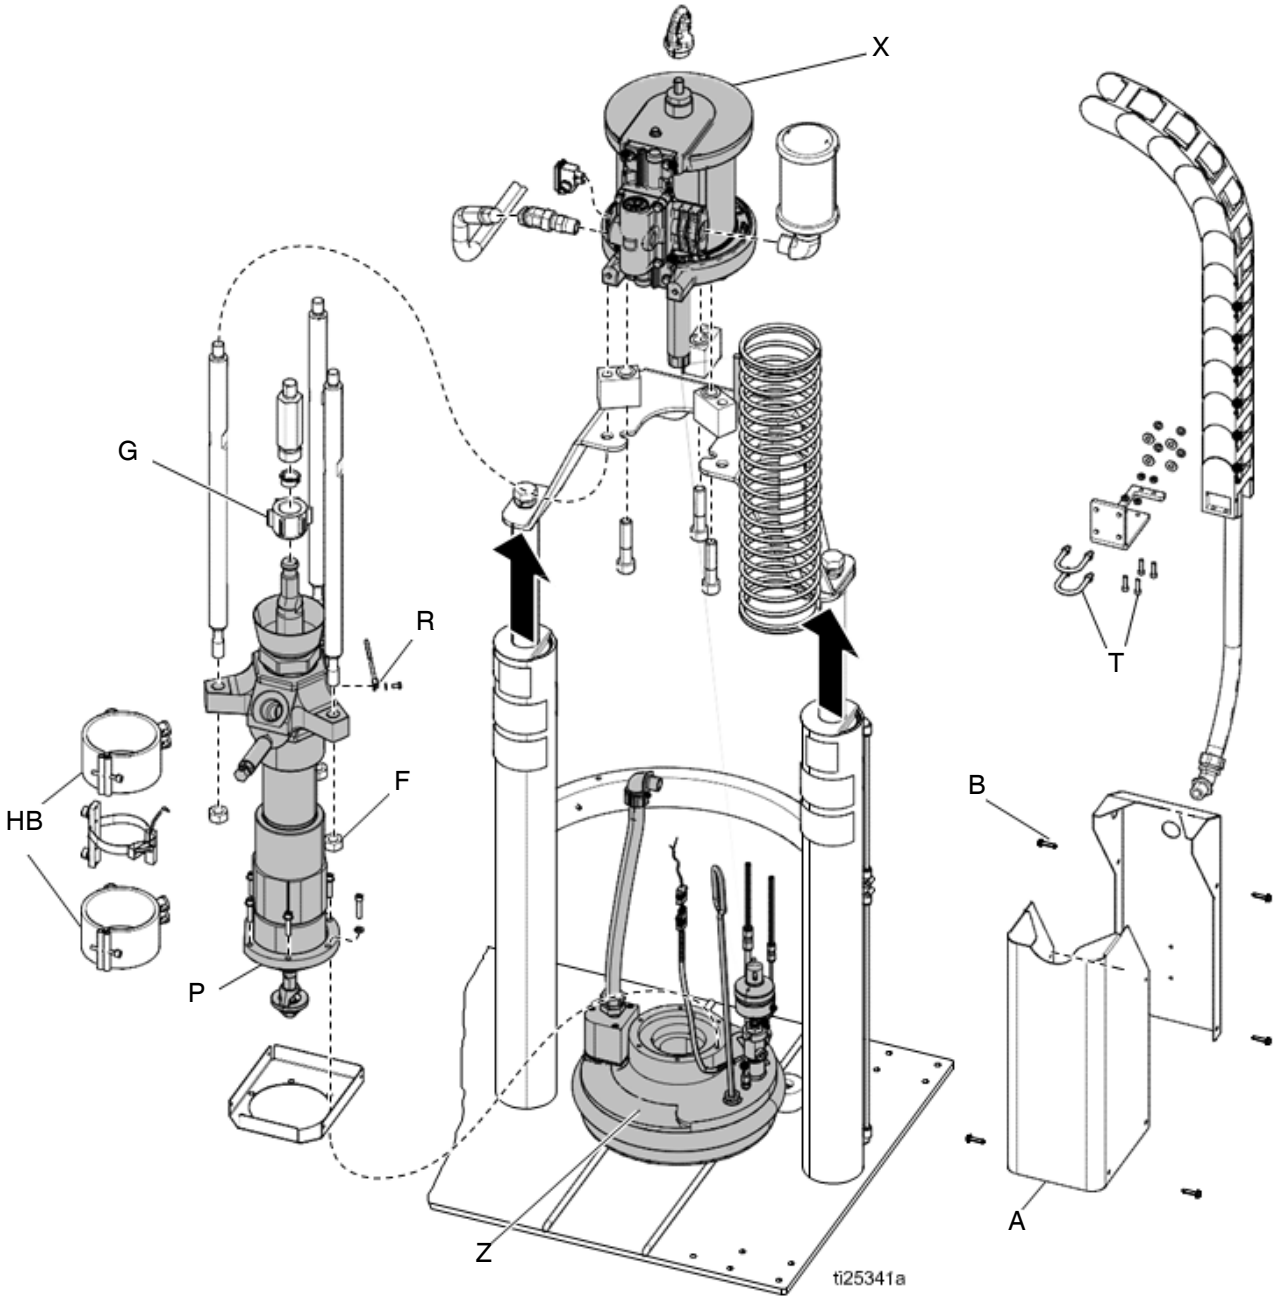

图 28
5. 在 ADM 上，关闭系统加热 (D)。
8. 如果系统包括泵防护罩，请卸下泵金属板外壳 (A)。参见图 28。
a. 卸下盖螺丝 (B)。
b. 取下加热带 (HB) 并断开接地线 (R)。
11. 从气动马达 (X) 上断开电缆。
13. 从泵端的泵 / 空气马达拉杆上卸下螺母 (F)。
14. 卸下将电缆管道固定到空气马达支撑板上的螺母和螺栓 (T)。将电缆轨道末端滑出安装板。
16. 将泵杆耦合器 (G) 与空气马达杆完全松开。